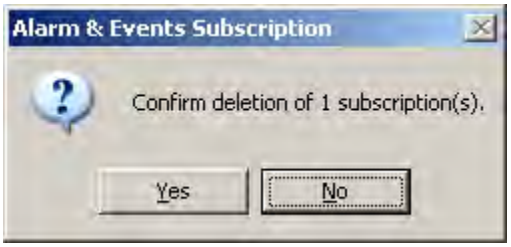

Figure L13.34 - Deleting a Subscription
3. In this display, only the Alarm Server will be used. Select the "GenEvent Server" and click on "Delete." Click on "Yes" in the confirmation dialog, as shown in Figure L13.34.